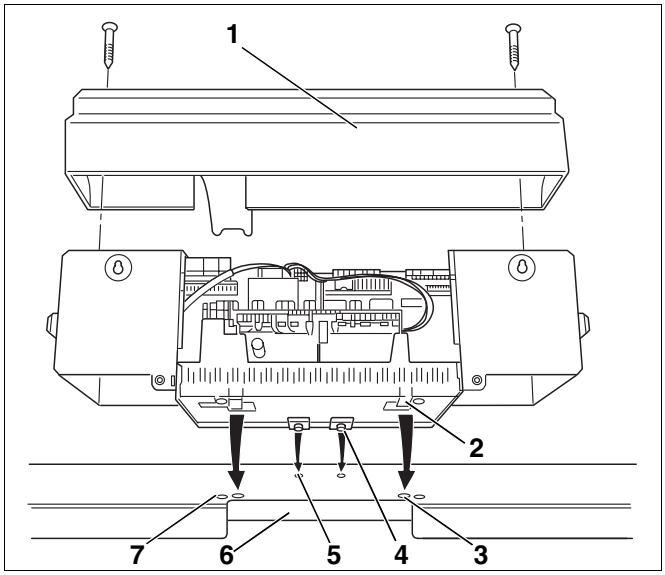

Рис. 27 Установка системы управления
На рис. 27 изображен вид сзади системы управления и передней крышки (рис. 27, **поз. 1**).
- Ослабить два винта на крышке (рис. 27, **поз. 1**). Снять крышку, приподняв ее вверх.
- Вставить крюки (рис. 27, **поз. 4**) системы управления в овальные отверстия передней крышки котла (рис. 27, **поз. 5**).
- Систему управления сдвинуть вперед и затем откинуть назад. Эластичные крюки (рис. 27, **поз. 2**) должны войти сзади в прямоугольные отверстия передней крышки котла (рис. 27, **поз. 3**).
- Цоколь системы управления закрепить слева и справа от прохода для кабеля (рис. 27, **поз. 6**) к передней крышке котла двумя саморезами (рис. 27, **поз. 7**).
- Вновь установить крышку (рис. 27**,** стр. 34) на систему управления.
- Закрепить крышку системы управления винтами (рис. 27**,** стр. 34).